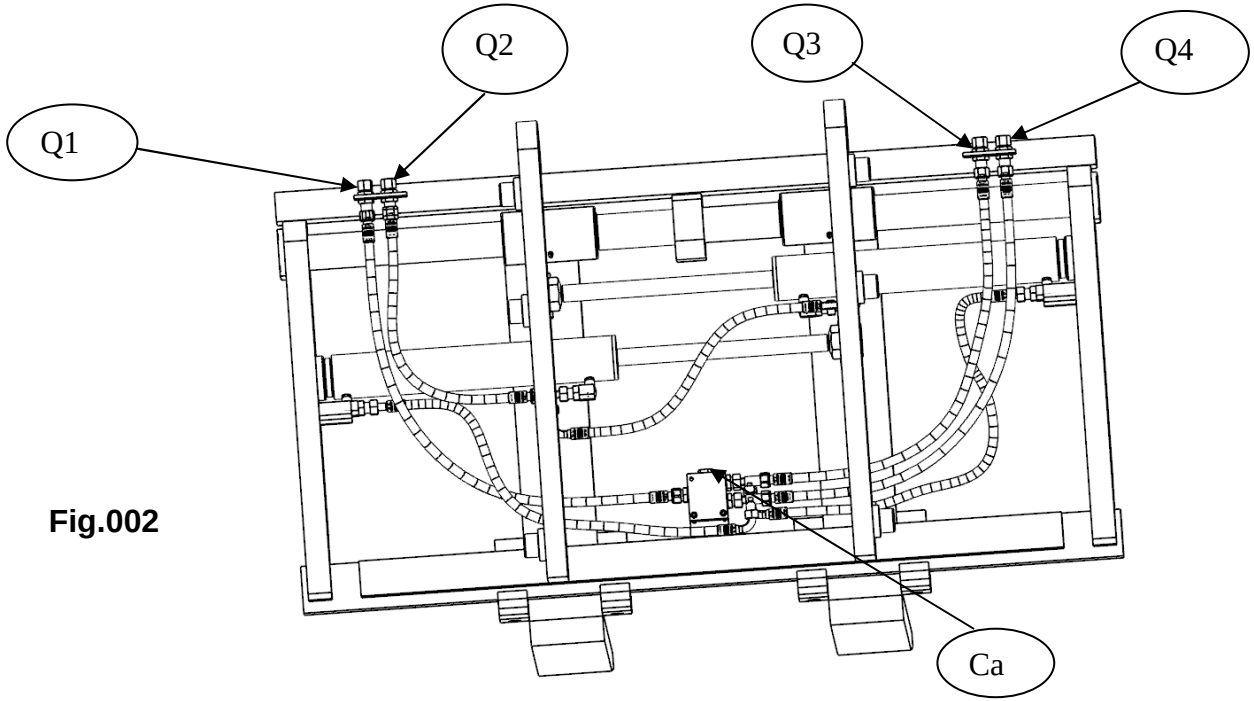

Fig.002
2.2 Hydraulic system (Fig.002)